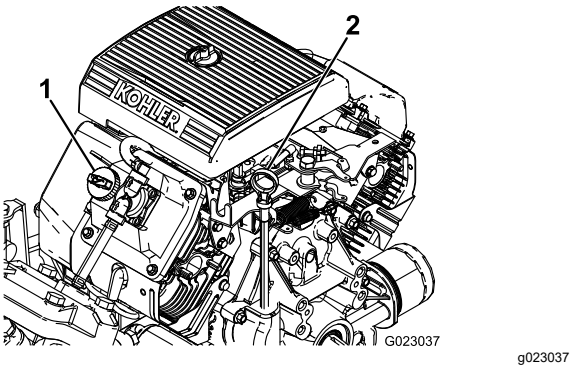

Figuur 43
2. Verwijder de peilstok en veeg deze af met een schone doek (Figuur 43). Steek de peilstok in de buis. Let erop dat de peilstok er volledig in schuift. Haal de peilstok eruit en controleer het oliepeil.
3. Als het oliepeil te laag is, moet u de vuldop losmaken van het klepdeksel (Figuur 43) en voldoende olie bijvullen totdat het peil de Vol-markering op de peilstok bereikt. Vul de olie langzaam bij en controleer daarbij veelvuldig het peil. Niet te vol vullen.
8. Giet ca. 80% van de gespecificeerde hoeveelheid olie langzaam in de vulbuis (Figuur 43).